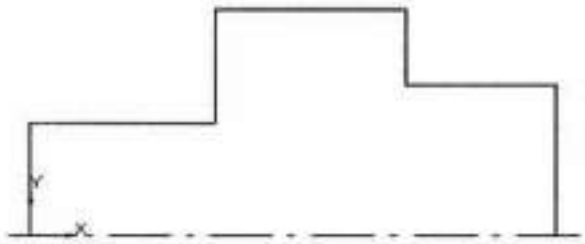

Рис. 15
3. Проведите осевую линию. Для этого активизируйте команду ***Ввод отрезка***. Щелкните мышью на поле ***Стиль*** на строке параметров. Выберите текущий стиль линии – ***Осевая***. Установите шаг курсора – 1. Установите курсор в начало координат. Переместите курсор на 3 шага влево и нажмите [Enter] (осевая линия выступает за контур детали не более 3 – 5 мм). Мышью переместите курсор в правую часть детали, переместите курсор на 3 шага вправо, нажмите [Enter] – осевая линия построена, рис. 15.